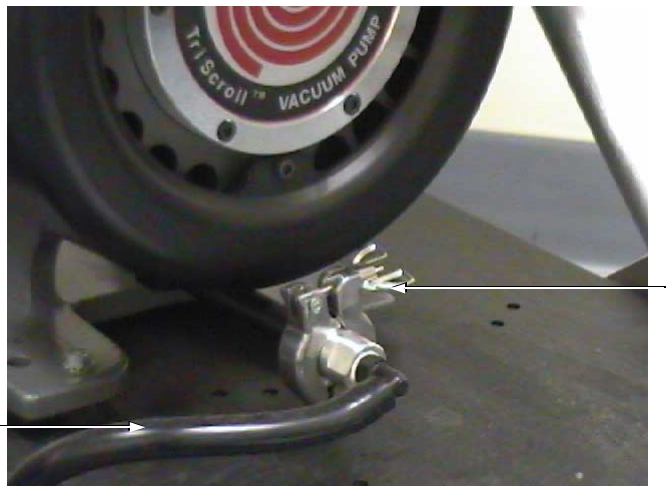

Figure 8-11 Connection at the Bottom of the Pump to Exhaust
8. If the system is mounted on a cart, remove the wing nut on the NW-16 clamp that attaches to the exhaust line (Figure 8-11).